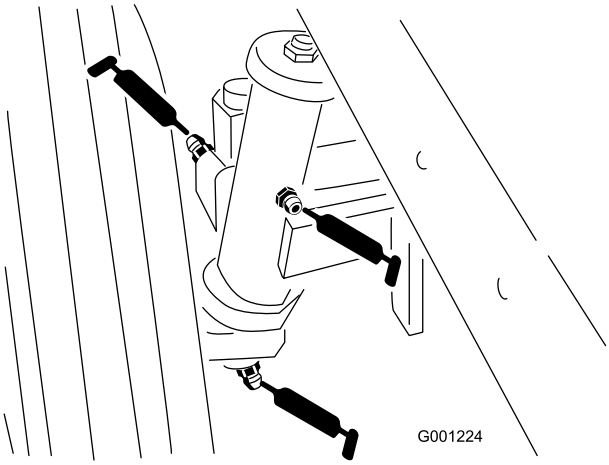

Figuur 42
- Lagerbussen van achterwielas (Figuur 42)